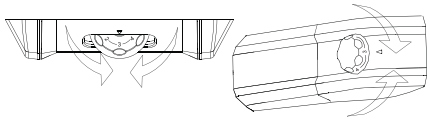

Fig.5
- Beide compartimenten worden ingesteld via de thermostaat. (fig. 5).